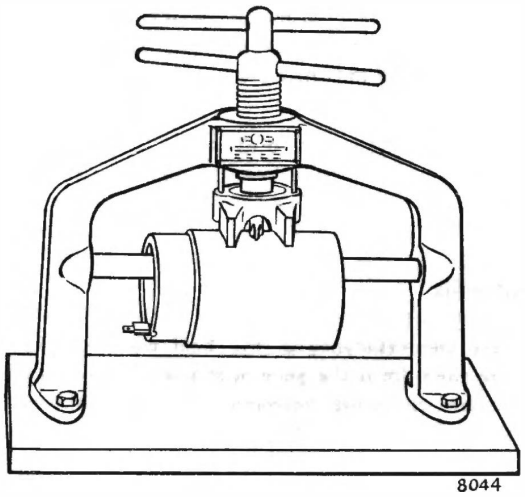

Fig. 10. *Pole-shoe screwdriver*
5. Unscrew the two pole shoe retaining screws by means of a pole-shoe screwdriver as shown in Fig. 10.